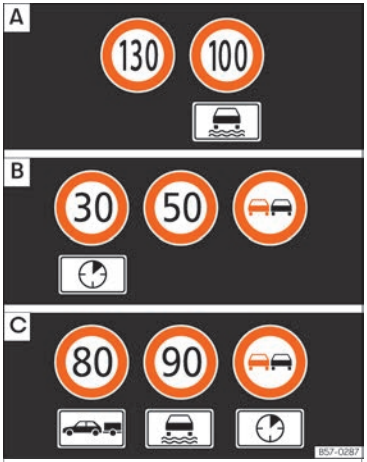

Fig. 70 On the instrument panel display: examples of speed limits or overtaking prohibitions with their respective additional signs.
The traffic signs detected by the system are displayed on the dash panel display ››› Fig. 70 and, depending on the navigation system fitted in the vehicle, on the infotainment system as well ››› page 91.
When the traffic sign detection system is connected, a camera located on the base of the interior rear-view mirror records the traffic signs in front of the vehicle. After checking and evaluating the information from the camera, the navigation system and the current vehicle data, up to three valid road signs are displayed, ››› Fig. 70 B with their additional signs.
- **First:** The sign that is currently valid for the driver is shown in the left side of the screen For example, a maximum speed limit of **`130 km/h`** (**`100 mph`**) ››› Fig. 70 A.
- **Third:** A sign valid only with restrictions, e.g. No overtaking at certain times, will be displayed in third place ››› Fig. 70 C.